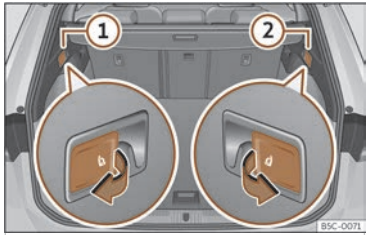

Fig. 106 In the luggage compartment: levers to unlock the rear backrest.
- Pull the remote release lever of the left ››› **Fig. 106** ① or right ② parts of the backrest in the direction of the arrow. The released part of the rear seat backrest is folded automatically down and forwards.